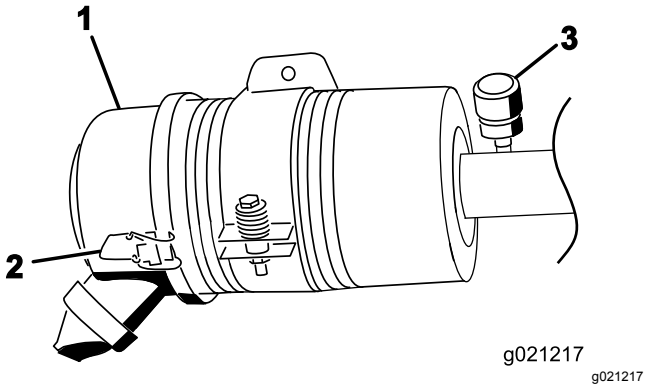

**Figur 53**
Efterse kun luftfilteret, når serviceindikatoren (Figur 53) viser, det er nødvendigt. Hvis du udskifter luftfilteret, før det er nødvendigt, øger du blot risikoen for, at der kommer snavs ind i motoren, når filteret afmonteres.
1. Åbn låsene, der fastgør luftfilterdækslet til luftfilterhuset (Figur 53).